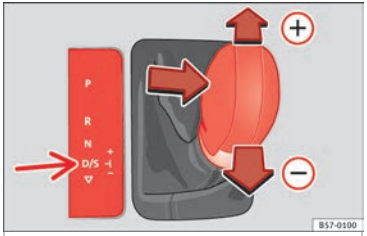

Fig. 181 Centre console: changing gear with tiptronic
- Move the selector lever forwards (+) to select a higher gear ››› **Fig. 181**.